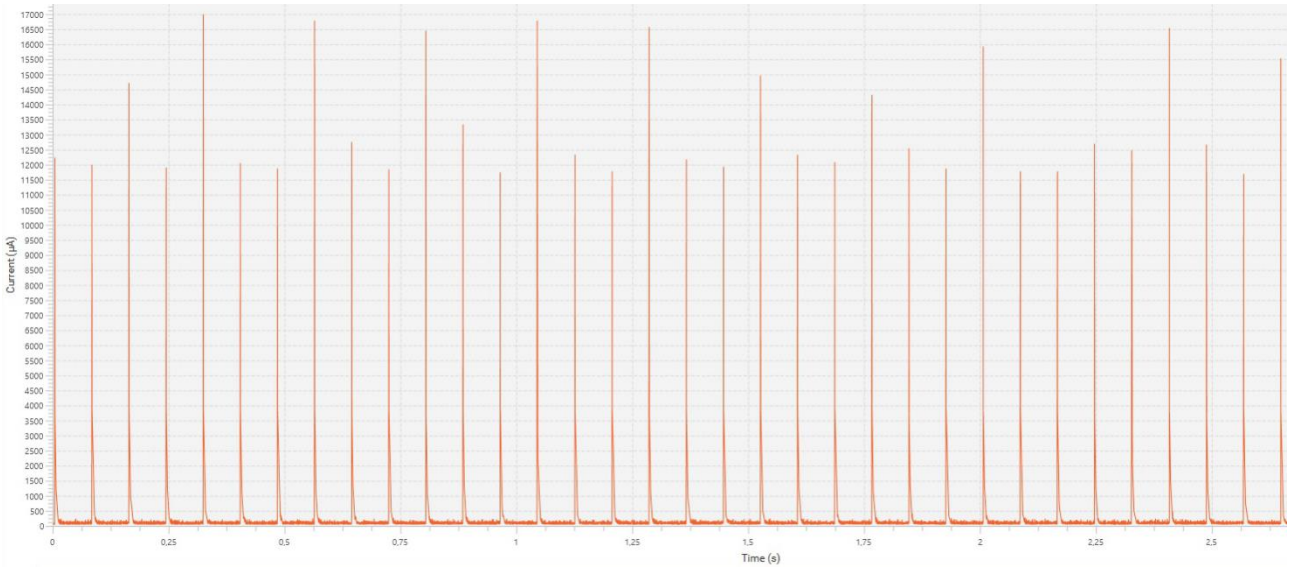
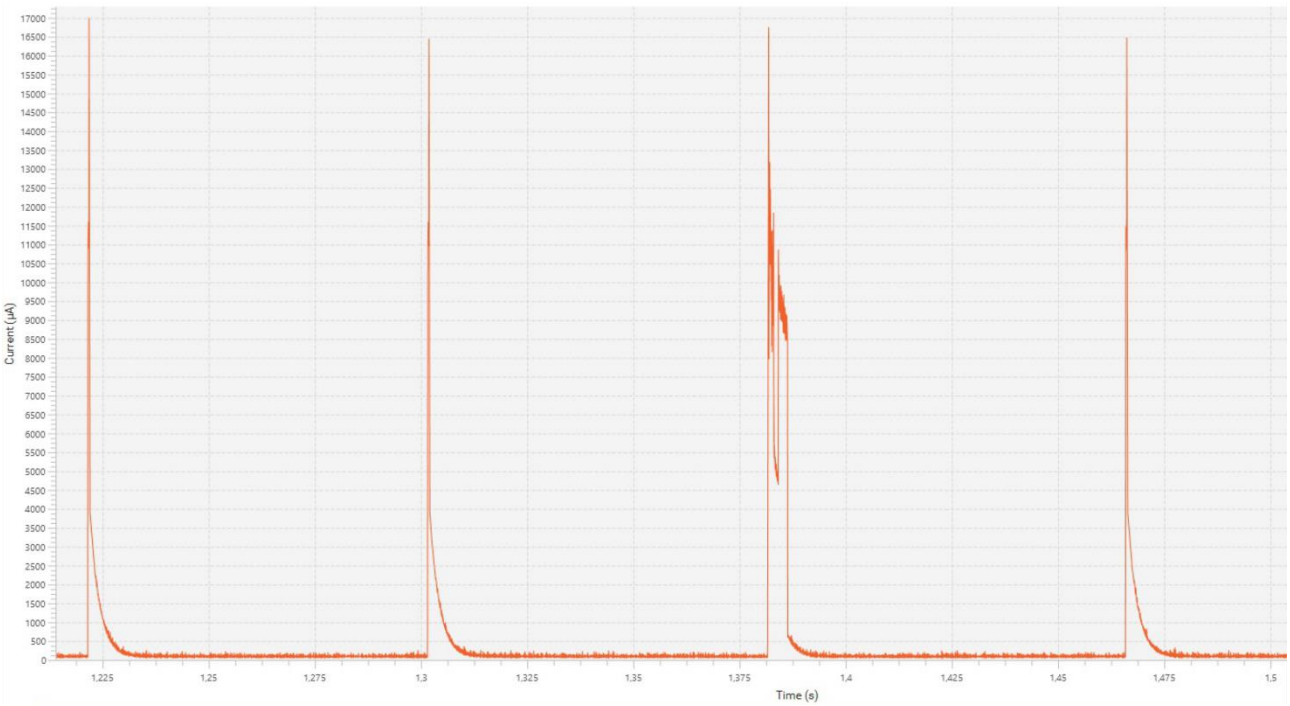
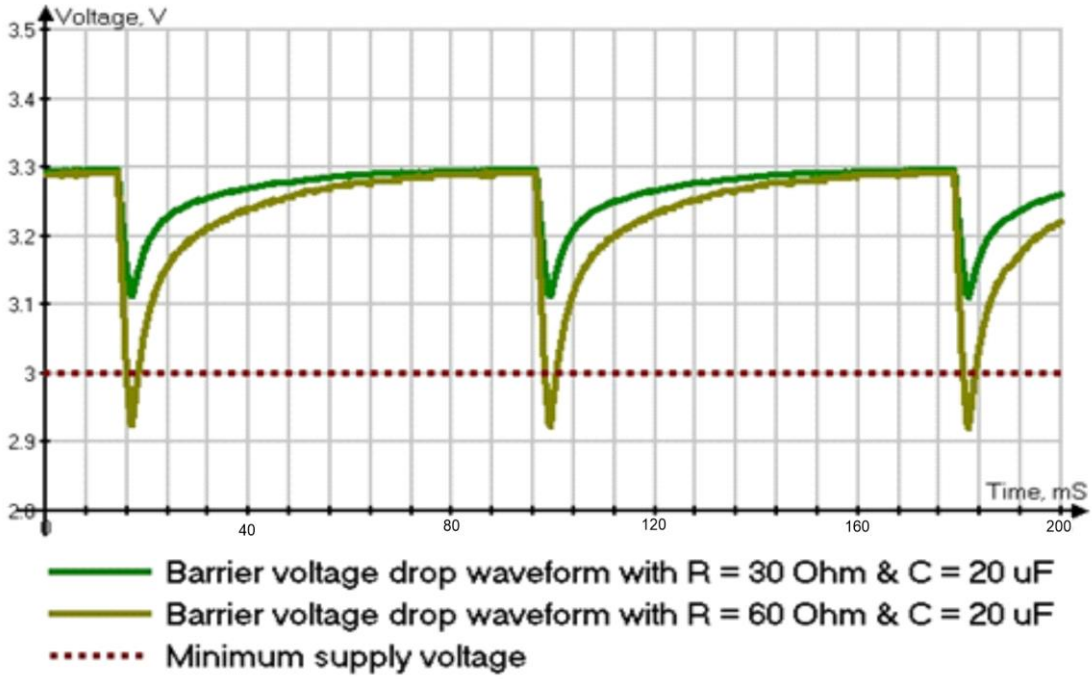
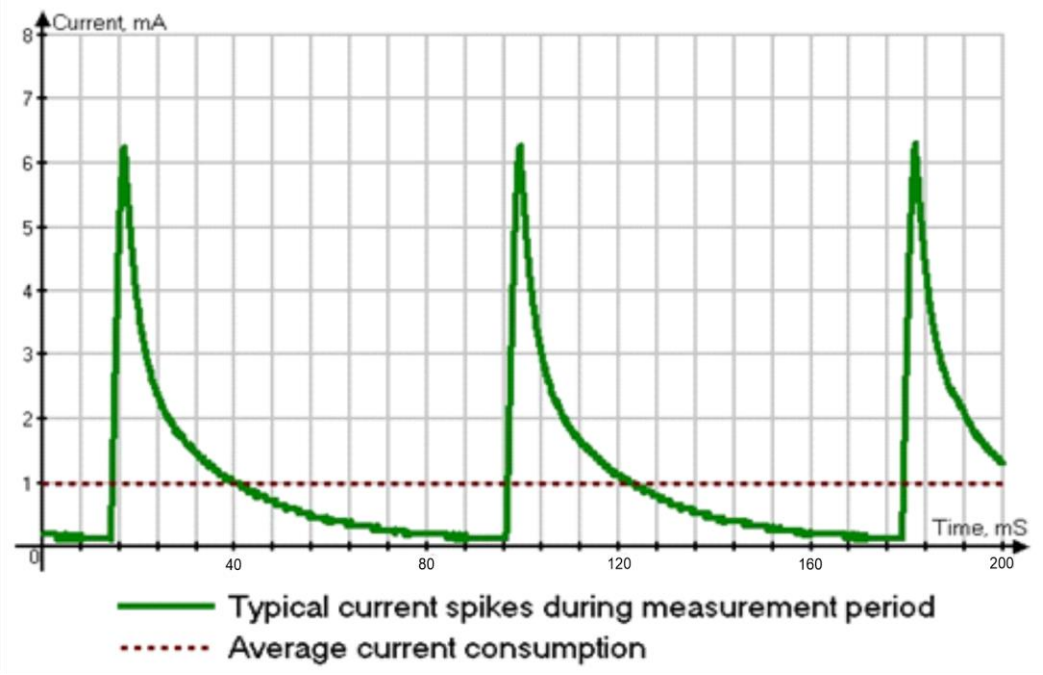

**Fig. 2. Typical current consumption waveform**
**Fig. 3. Typical current consumption waveform when UART is active (<@> command)**
**Fig. 4. Typical barrier voltage drop waveform (3.3 V input)**
**Fig. 5. Typical current consumption waveform (3.3 V input, R = 30 Ohm, C = 20 µF)**
- For firmware releases 25.10 - during operation, maximum surge current is 17 mA for 20 microseconds (see Fig. 2). Average current consumption is not more than 330 µA when UART is active (see Fig. 3). For power consumption of sensor connected via barrier see Fig. 4 and Fig. 5.